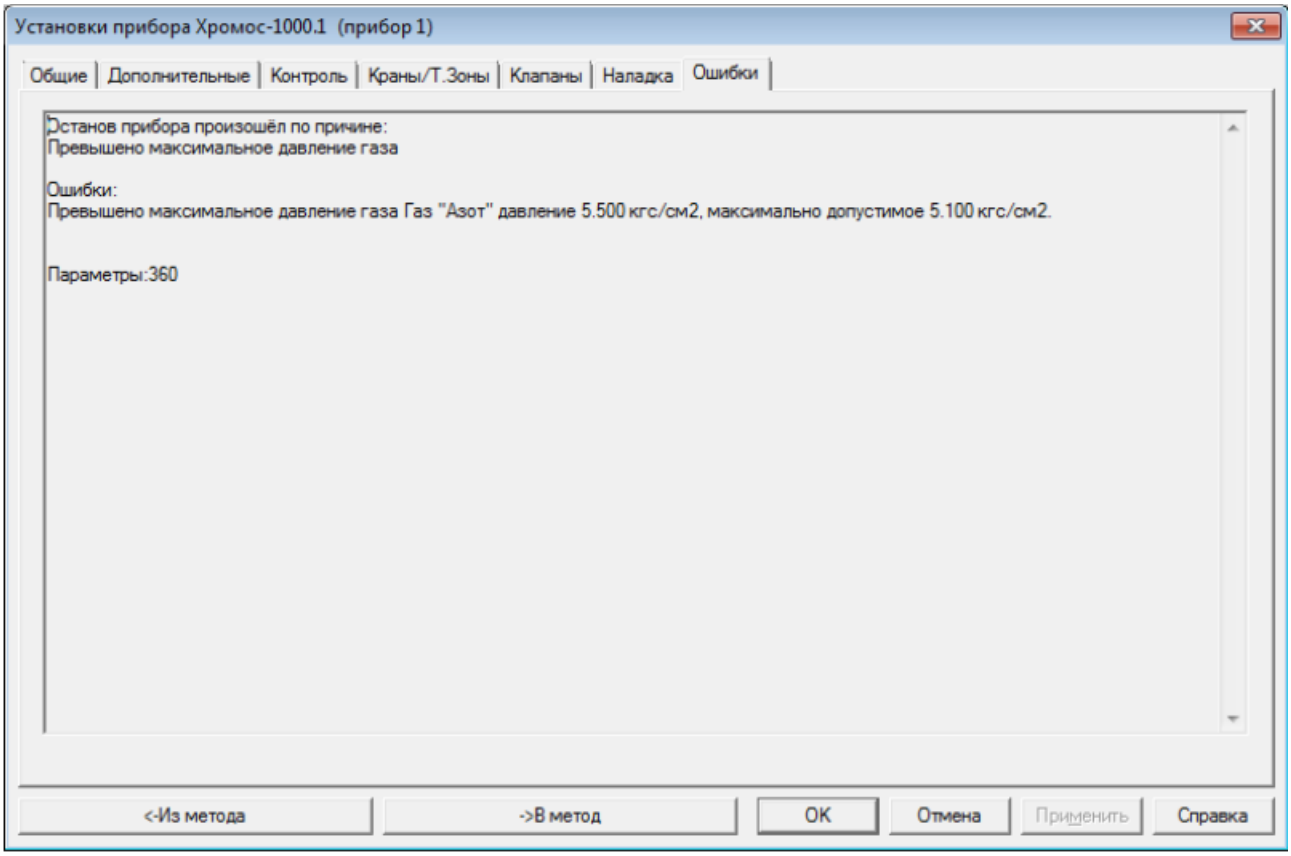

Рис. 103: Окно «Установки прибора > Ошибки»
2. В окне *Установки прибора* выберите вкладку **Ошибки** (Рис. 103). Отчёт указывает, на каком РГП выявлено превышение давления.